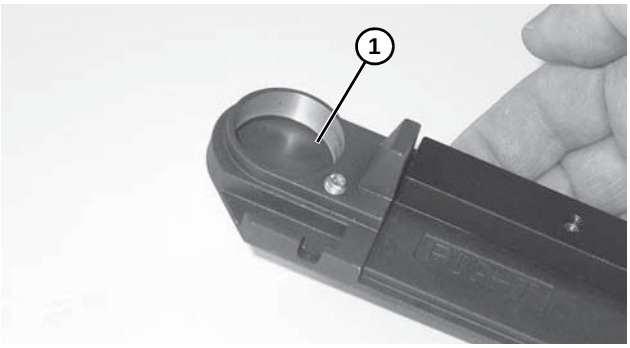

Abbildung 67
1. Die Lagerauflagefläche der Kopfplatten **(Abbildung 67, Teil 1)** überprüfen. Wenn sie verschlissen oder beschädigt sind, müssen sie ausgetauscht werden. Siehe „Serviceteile“ ab Seite 36.